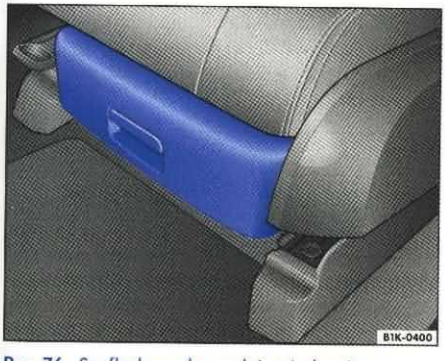

Rys. 76 Szuflada pod przednim siedzeniem
– Aby *otworzyć*, należy chwycić przycisk blokujący w uchwycie szuflady ⇒ rys. 76 i pociągnąć szufladę do przodu.